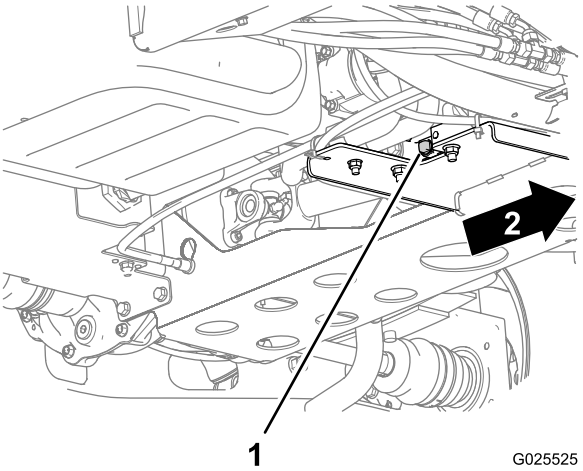

Figur 54
2. Placer en dræningsbakke med en kapacitet på 2,5 liter under aftapningsproppen til motorolien (Figur 54).
3. Fjern aftapningsproppen, og lad olien løbe ned i en dræningsbakke (Figur 54).